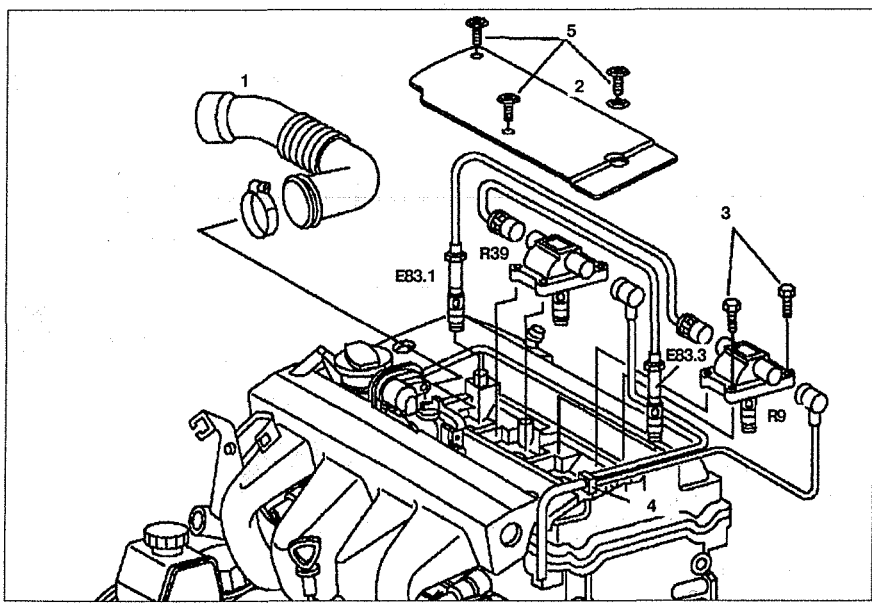

Рис. 2.123. Катушки зажигания:
2. Снимите воздушную впускную трубу **1** (см.рис.2.123).